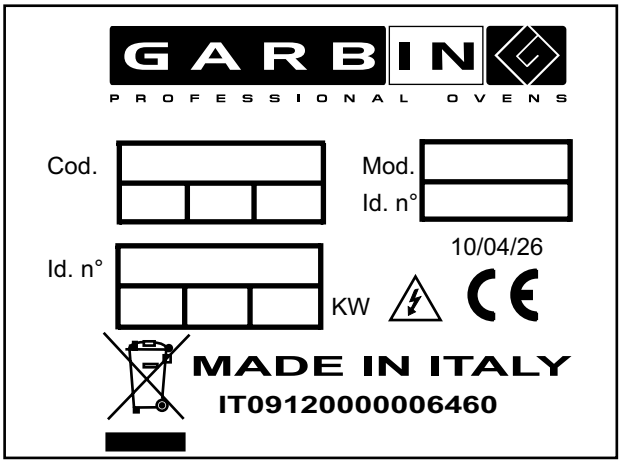

fig. 1
- Cerciorarse, antes de la conexión, que la tensión y la frecuencia de la red correspondan a los valores indicados en la placa de datos del horno (Fig.1) posicionada en la parte de abajo del panel posterior. **Se recuerda que se admite una variación de la tensión máxima del ± 10 %.**